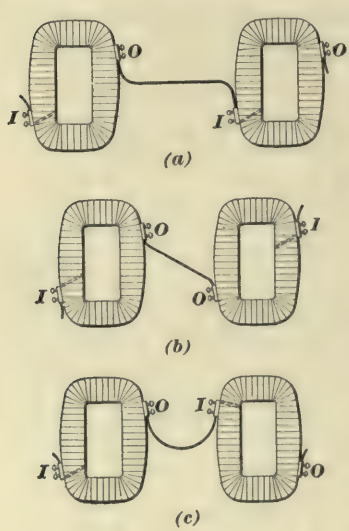

FIG. 6.
**7. Wrong Inside Connections.**—Fig. 6 (*a*), (*b*), and (*c*) show two field coils of the general shape used on up-to-date motors. There are four such coils in each motor, and all the coils are exactly alike. Each coil has an inside end, marked *I*, and an outside end, marked *O*. The inside ends can be told from the fact that there is always a bump on the coil where the inside end is brought to the surface. In the motor, an inside end should always connect to an inside end, and an outside end to an outside end, leaving two inside ends or two outside ends to be brought out of the motor for the *F*+ and *F*− leads. Fig. 6 (*b*) shows the proper connection for two fields; for example, suppose these two fields go into the top half of the motor; two others, connected in just the same way, go into the bottom half; the two terminals made up of one end of each pair are connected together and the two remaining ends are brought out of the motor to form the *F*+ and *F*− leads. There are two ways in which these coils can be improperly connected together. Fig. 6 (*a*) shows one way; here the right-hand coil has been given a half turn around. Fig. 6 (*c*) shows the second way; here the right-hand coil has been flopped over on its back like a turtle.